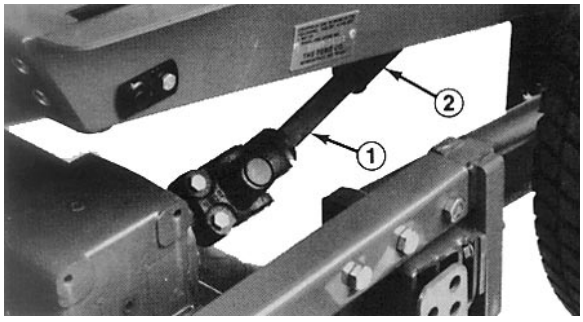

Afbeelding 10
5. Stop de motor en verwijder de maai-eenheid van de tractie-eenheid en het draagframe, waarbij het mannelijke en vrouwelijke deel van de aftakas gescheiden worden (Afb. 10).